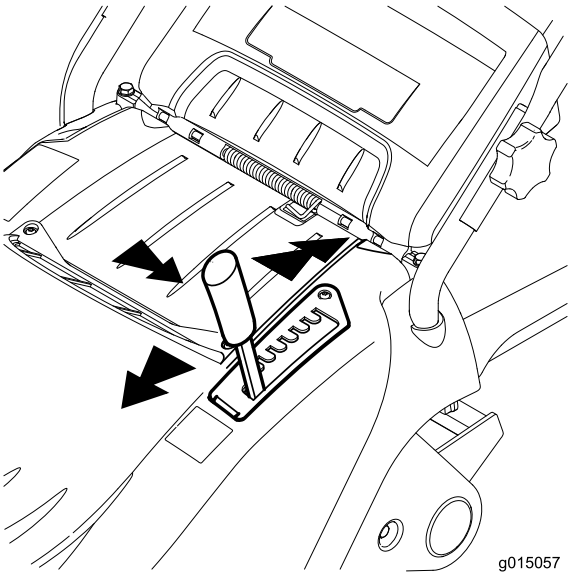

**Figur 13**
2. Dra ut klipphöjdsreglaget från skåran, för det framåt eller bakåt och in i önskad skåra (Figur 13).